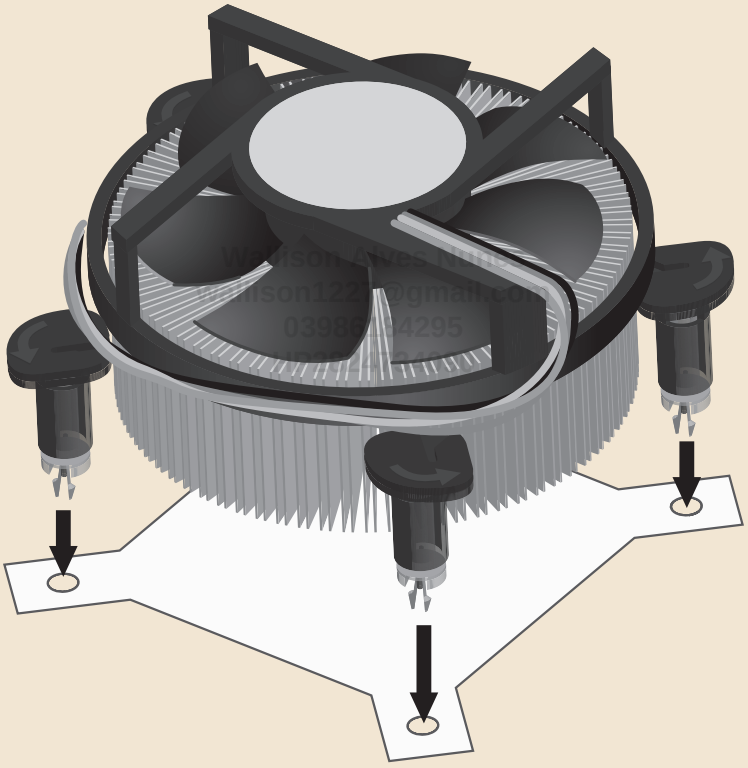

Figura 18.18: Alinhe o cooler.
6. Em seguida, basta alinhar o cooler sobre os quatro orifícios existentes na placa-mãe para a sua instalação. Ver Figura 18.18. A orientação exata do cooler não é importante, porém recomendamos que você o coloque de forma tal que o conector de alimentação da ventoinha do cooler fique próximo ao seu conector de alimentação presente na placa-mãe.